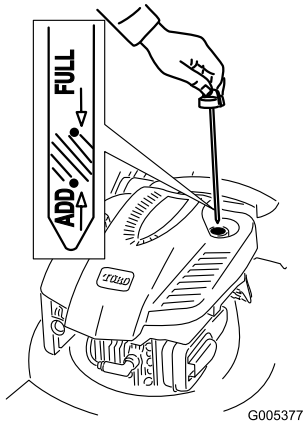

Figur 11
1. Tag målepinden ud, tør den af, og sæt den helt i igen (Figur 11).
2. Tag målepinden ud, og kontroller oliestanden (Figur 11). Hvis oliestanden er under mærket **Add** (påfyld) på målepinden, skal du **langsomt** hælde olie i påfyldningsrøret, indtil oliestanden når op til mærket **Full** (fuld) på oliepinden. **Fyld ikke for meget på.** (Påfyld maks.: 0,59 l, type: SAE 30 selvrensende olie med API-serviceklassifikation SF, SG, SH, SJ, SL eller højere.)